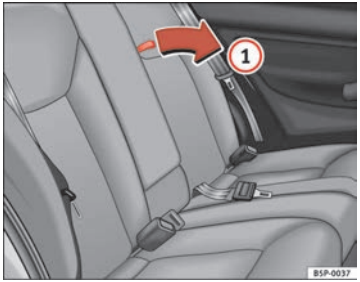

Fig. 110 Opening the rear drink holders
– To open, pull the loop in the direction of the arrow ⇒ fig. 110 (1).